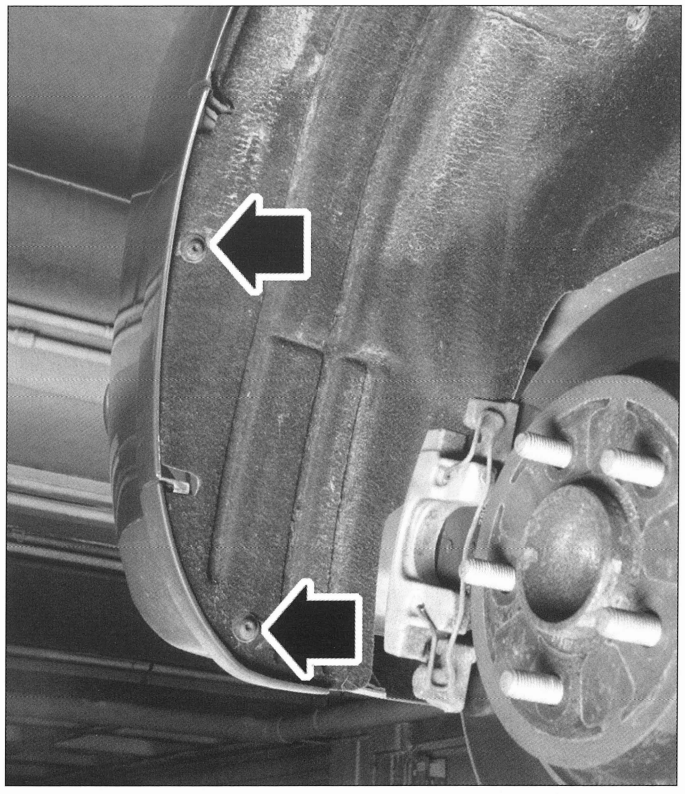

FIG. 91
- los dos tornillos del guardabarros (de los 2 lados) **(fig. 91)** (lado izquierdo en la ilustración).